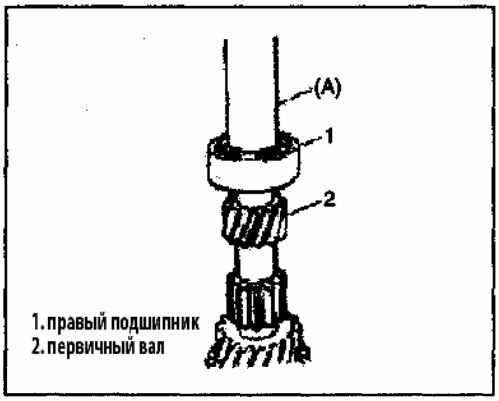

Рис. 372
5) Установите правый подшипник при помощи специального инструмента и молотка (Рис. 372).